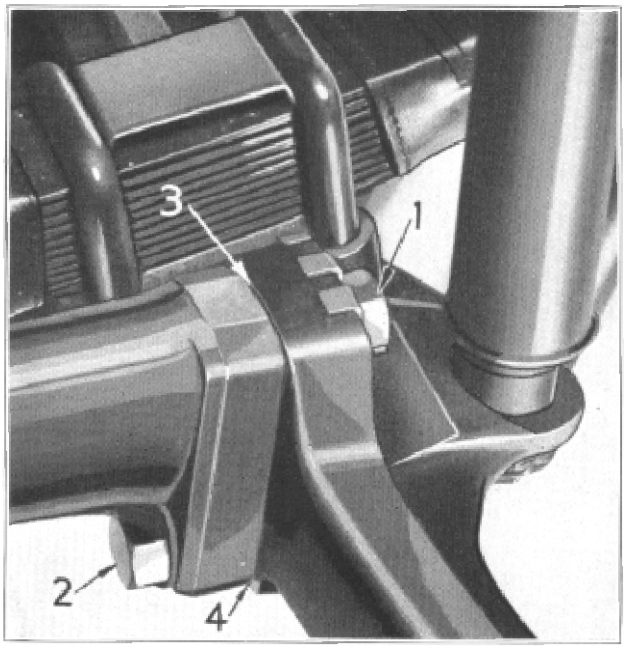

Figure 17
128. If the caster is less than 1° or more than 2°, remove the bolts 1 and 2, Figure 17, attaching the torque arm to the axle, being careful not to loosen shims 3 and 4 between axle and torque arm.
129. To increase caster, decrease thickness of shim at (3) or increase thickness of shims at (4). To decrease caster, increase thickness of shim at (3) or decrease thickness at 4 (Figure 17). The shim thickness used on both sides of a car should always be the same.